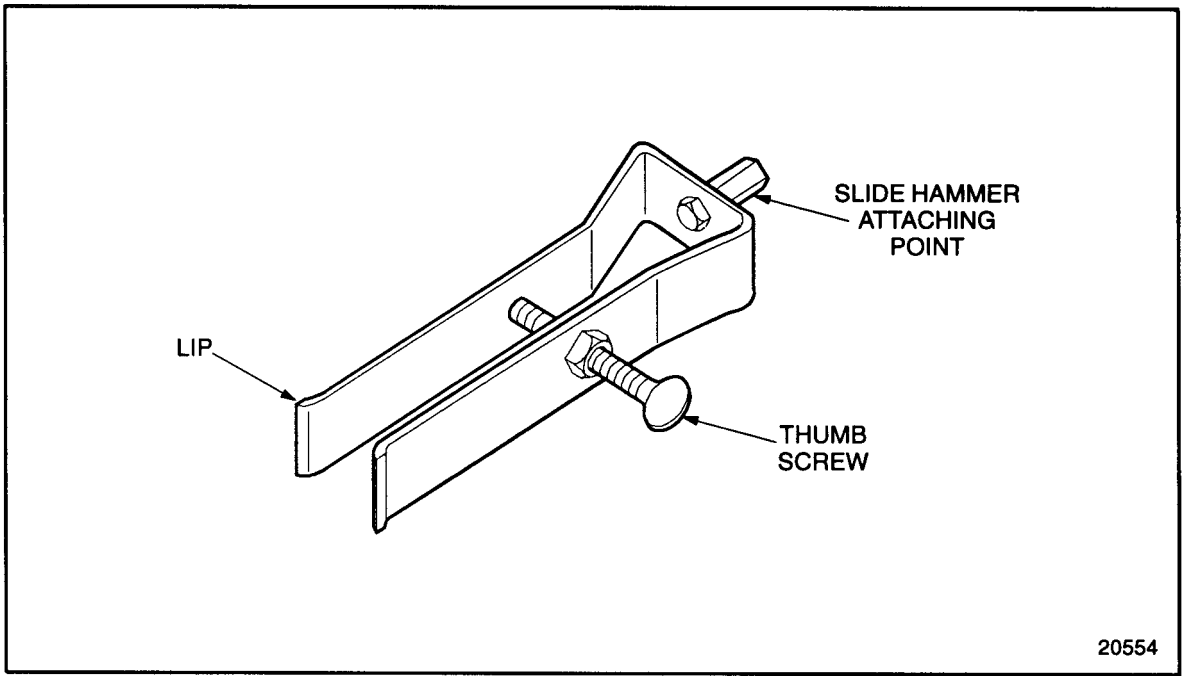

Figure 10-23 Bearing Remover
16. Install J 26941, under the bearing. See Figure 10-23.